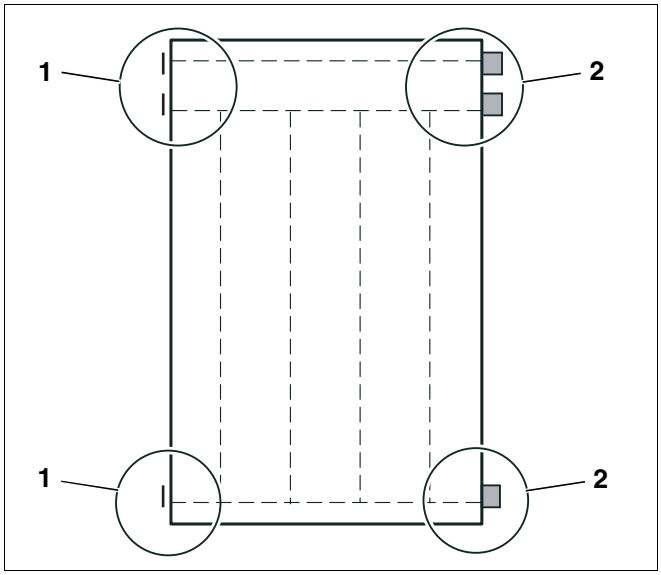

Afb. 5 Transportbescherming voor de collectoraansluitingen
– De aansluitingen aan de linker collectorzijde (afb. 5, **pos. 1**) worden beschermd door een plaat die er tegenaan geschroefd werd. Die bescherming mag u pas verwijderen wanneer u de hydraulische aansluiting uitvoert.
– De aansluitingen van de rechter collectorzijde (afb. 5, **pos. 2**) zijn voorzien van een kunststof kapje. Verwijder dat kapje vooraleer u de collectoren monteert.